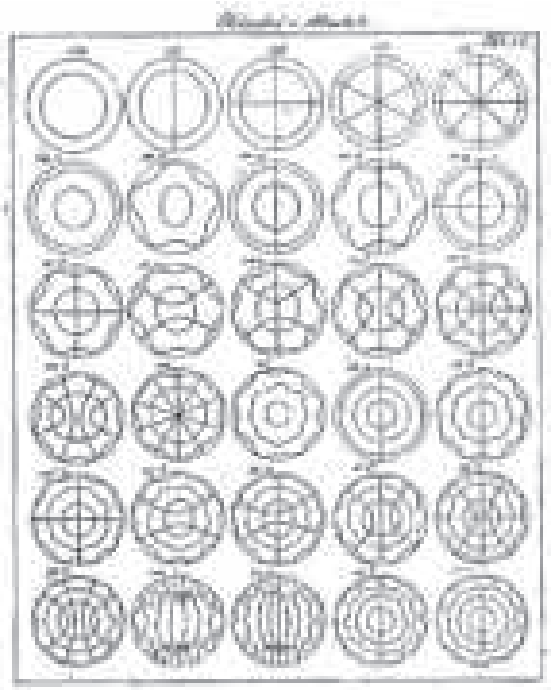

Figure 1
- de cercles concentriques pour la plaque circulaire (voir figure 1),